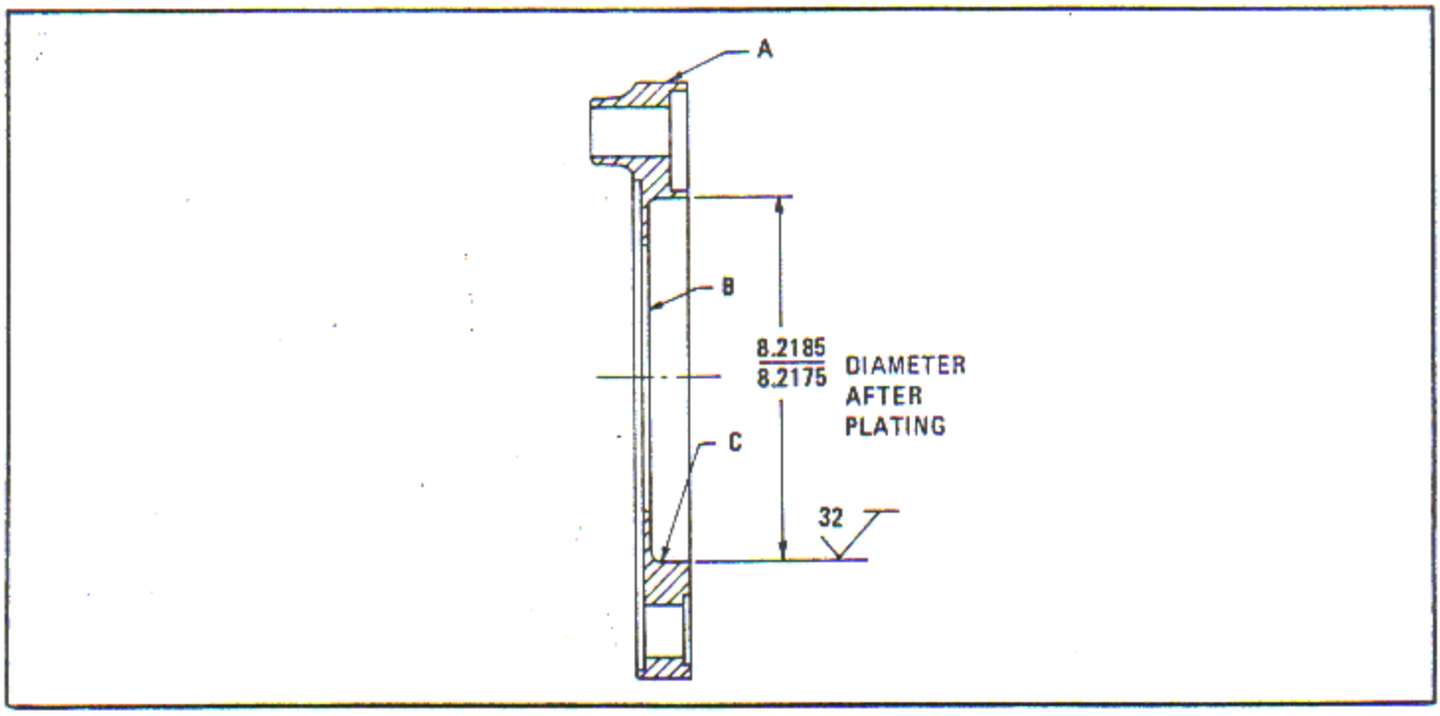

Figure 6-274. Machining Cam Support After Plating
a. Mount the support ensuring that surfaces A and B run concentric and true within 0.001 inch FIR prior to machining. See figure 6-274.
d. Remount the cam support in accordance with the requirements of step a. above, and machine to the diameter and surface finish shown in figure 6-274. Imperfections at the edges of the plating are acceptable provided they do not extend more than 1/16 inch from the edge.
a. Machine surface C of figure 6-274 to remove evidence of wear to a maximum of 0.020 inch above the original ID. Maintain concentricity and squareness limits within 0.0002 inch full indicator reading.